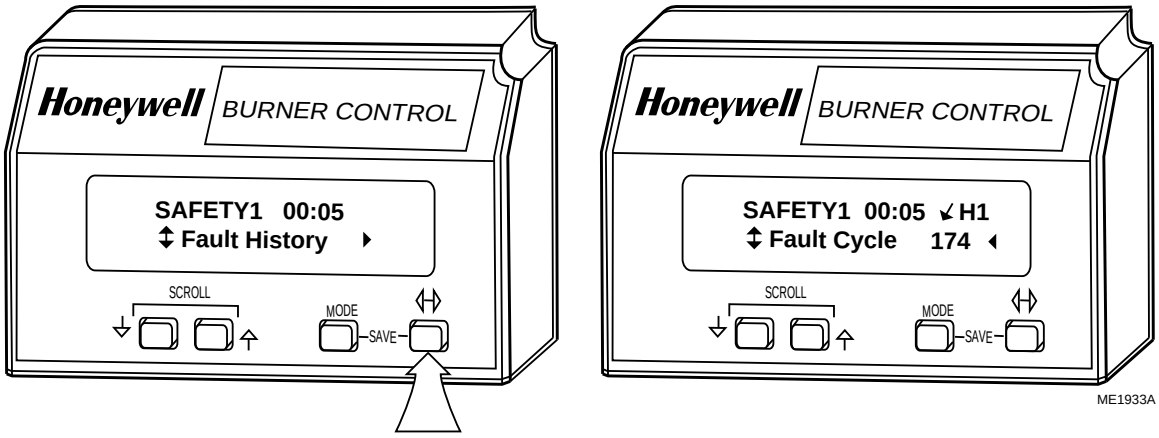

Fig. 19. (↔) Change-Level pushbutton function.
❷ Change-Level pushbutton (↔), see Fig. 19.